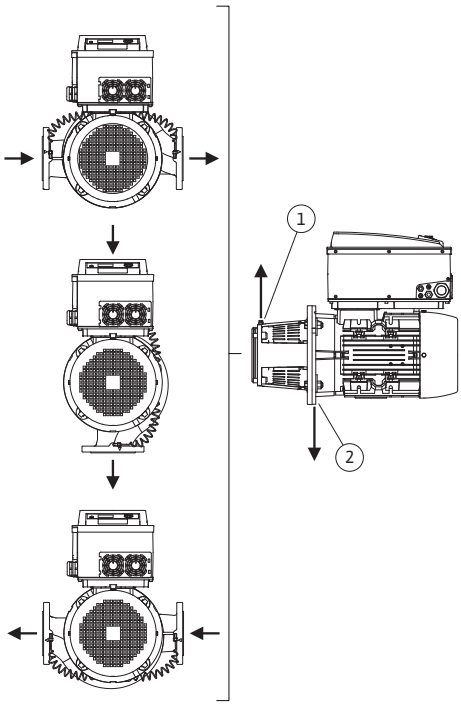

Fig. 14: Posições de instalação autorizadas com o veio do motor na horizontal
As posições de montagem permitidas com o veio do motor na horizontal e o módulo eletrónico virado para cima (0°) estão representadas na Fig. 14.
A ventilação da bomba é assegurada de forma ideal quando a válvula de ventilação aponta para cima (Fig. 14, pos. 1).
Escoar o condensado acumulado através dos orifícios existentes, lanterna da bomba e motor (Fig. 14, pos. 2).